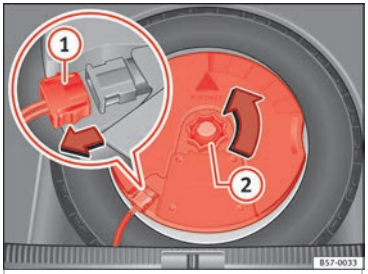

Fig. 235 En el maletero: desmontar el subwoofer.
- Desconecte el cable del altavoz *subwoofer* ››› fig. 235 (1).
- Gire la ruedecilla de fijación en sentido contrario a las agujas del reloj (2).